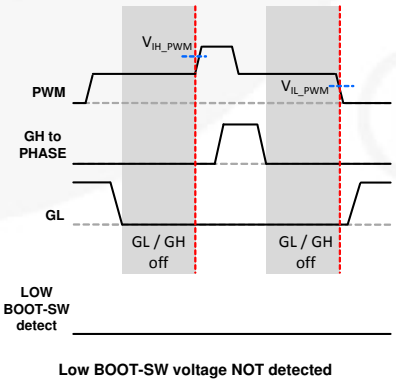

Figure 33. Low BOOT-SW Voltage NOT Detected and PWM from 3-State to HIGH or LOW
- If no low BOOT-SW condition is detected, the SPS follows the PWM command when exiting 3-state (*see Figure 33*).